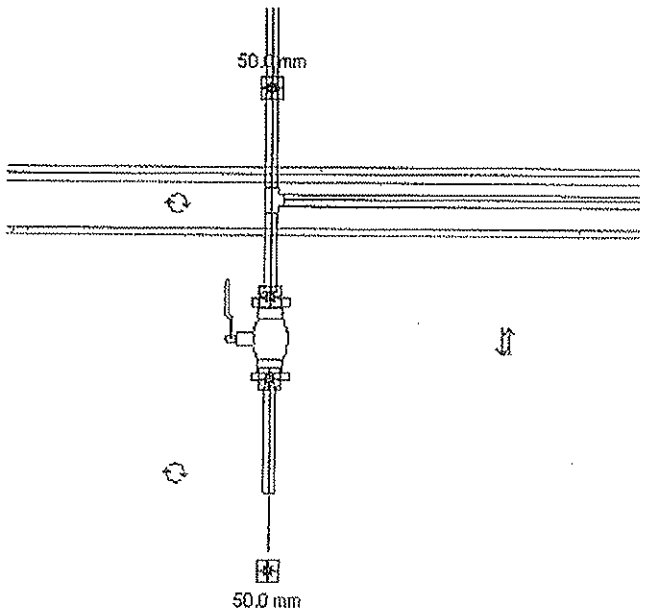

Figure 10–48
7. Place the valves as shown in Figure 10–48. Use the (Rotate) control to modify the location of the handle.